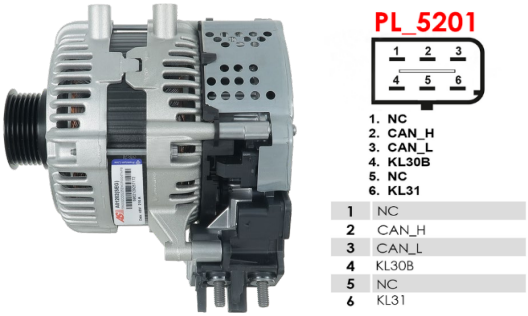

Рисунок 27. Стартер-генератор L1TA-11238 и обозначение терминалов в разъёме
1.1. В качестве примера на рис. 27 и таблице 6, приведена схема подключения стартер-генератора 48 В L1TA-11238.